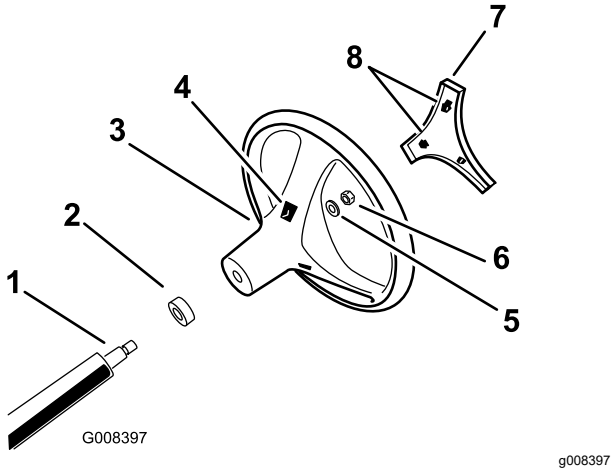

**Figura 3**
4. Sujete el volante a la columna con la contratuerca y apriete la contratuerca a 24-29 N·m (18-22 pies-libra), como se muestra en la Figura 3.
5. Alinee las pestañas del embellecedor con las ranuras del volante y coloque el embellecedor a presión en el centro del volante (Figura 3).